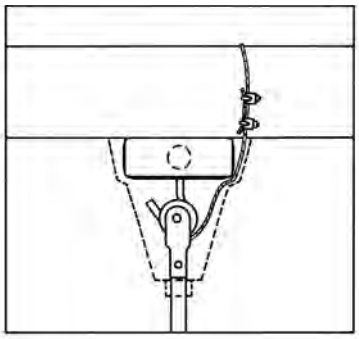

Figure 3
9. This fan is equipped with the required “secondary support” cable. This cable must-be affixed to the beam structures and securely clamped in such a maner to support the weight of the fan in the event the mounting hook or other parts fail. After wrapping cable around a structural member that will support 300 lbs., secure cable with supplied cable clamps as illustrated in Figure 3. (Note: Any additional materials needed for specific installations may be purchased from your local distributor.)
IMPORTANT CAUTION: The safety cable must not be placed between the rubber roller and hook but as illustrated in Figure 3.
10. When hanging fan on factory supplied "J" hook, make sure cable at top of rod is positioned behind "J" hook as illustrated in Figure 3.